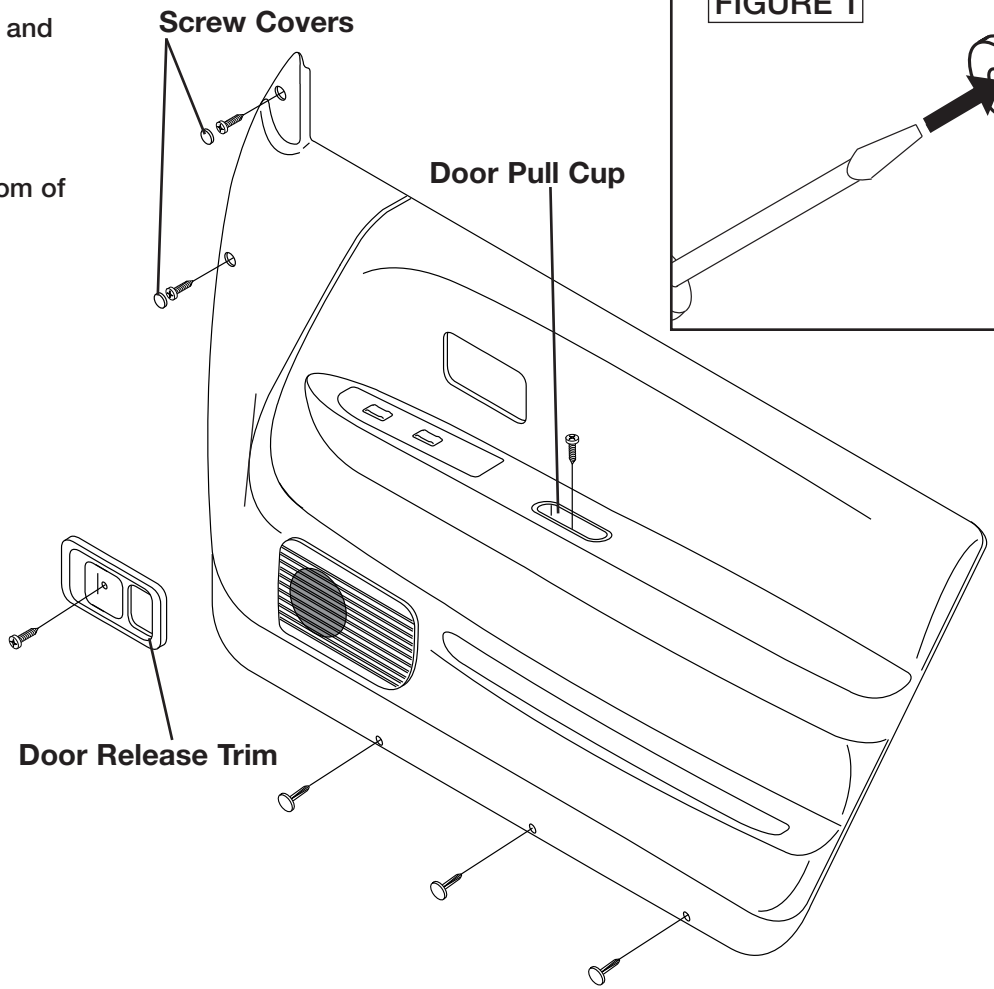
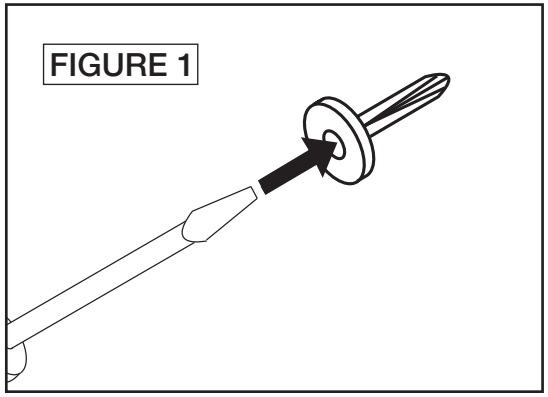

FIGURE 1
FIGURE 2
2. Remove **antenna mast** with an adjustable wrench (Figure 1).
3. Remove **retaining nut** using needle-nose pliers (Figure 1).
4. Pry out four (4) retaining clips from **wheel splash** (Figure 2).
6. Remove one (1) 10mm bolt from antenna mounting bracket.
8. Secure replacement antenna to fender as shown (Figure 1).
1. Pry out two (2) **screw covers** and remove phillips screws in upper front area of door panel.
2. Remove one (1) phillips screw from **door release trim** and remove trim.
3. Remove one (1) phillips screw from **door pull cup.**
4. Press in center pins of three (3) retaining clips at bottom of door panel and remove clips (Figure 1).
Use a shop rag with a "shoeshine" motion to release **"C" clip** on rear of crank and remove crank (Figure 2).
1. Pry open **seat belt hanger covers.** Remove one (1) 15mm bolt from each hanger (Figure 1).
2. Open rear side window. Pry off **screw cover** over rear side **window latch.** Remove two (2) phillips screws securing latch and fold latch outward (Figure 2).